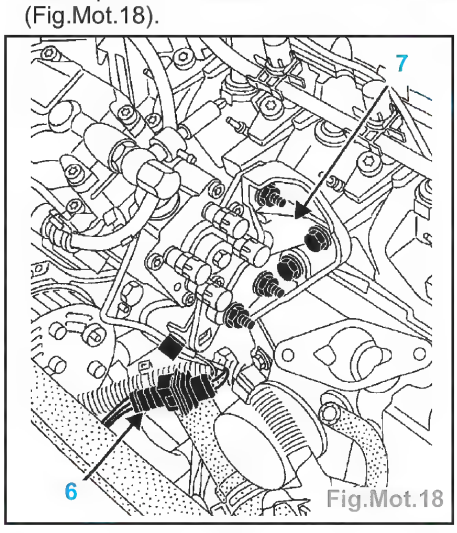

Fig.Mot.18
- Débrancher le connecteur (6) du stop électrique et de l'électrovanne d'avance (Fig.Mot.18).